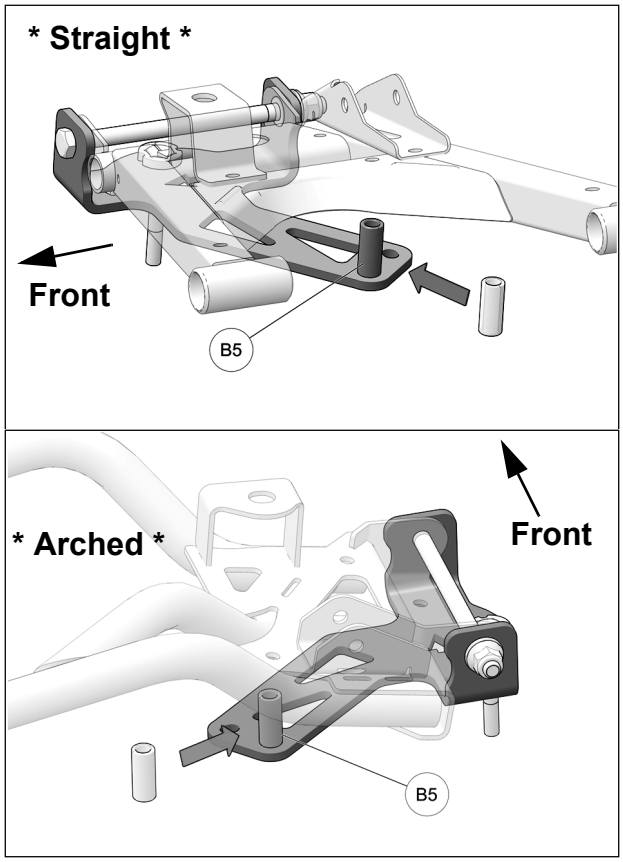

Fig. 8
8. Position spacer bushing (**B5**) between anchor bracket and lower suspension arm. Align bushing with one of the two holes at the back of anchor bracket and the existing hole in suspension arm. See Fig. 8